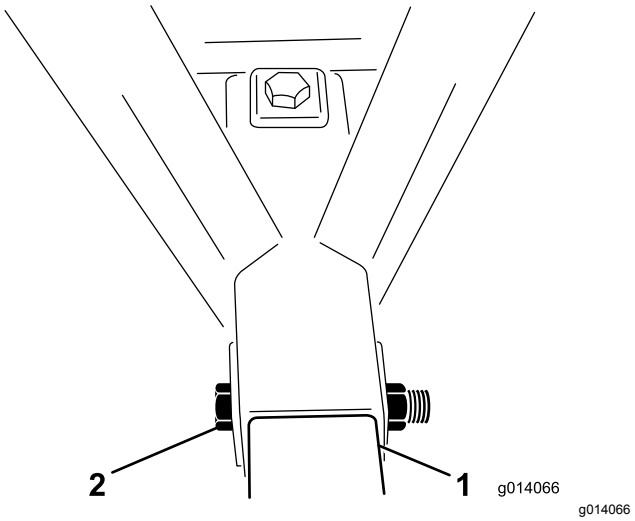

Rysunek 4
5. Przełóż śrubę (1 x 6½ cala) przez ramę i rurę zaczepu i zamocuj ją nakrętką zabezpieczającą (Rysunek 4). Dokręć nakrętkę zabezpieczającą momentem o wartości od 976 do 1193 N·m.
6. Przełóż śrubę (1 x 6½ cala) od góry ramy i przez rurę zaczepową, a następnie zamocuj ją nakrętką zabezpieczającą (Rysunek 4). Dokręć nakrętkę zabezpieczającą momentem o wartości od 976 do 1193 N·m.